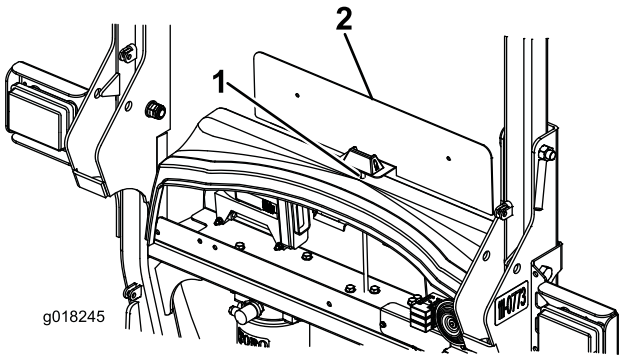

Bild 8
1. Bohren Sie in der Mitte der Schottabdeckung aus Kunststoff (ca. 40 mm (1-1/2") von vorne) ein 8 mm großes Loch (Bild 8).